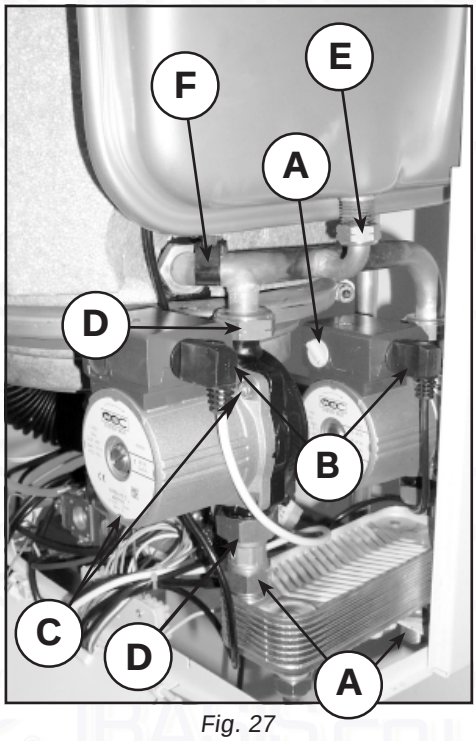

Fig. 27
- To change electrodes, unscrew the two screws to the supporting plate and remove it. Undo the brass nuts, to electrodes “B” (fig. 27). Reassemble reverce order.
Replacement of pump head (fig. 27)
Replacement of pump body (fig. 27)
Expansion Vessel (fig. 27)
D.H.W. temperature sensor (fig. 27)